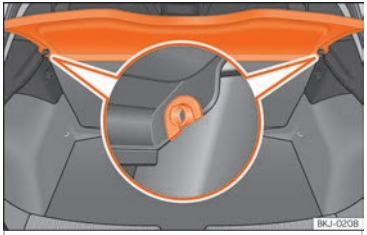

Fig. 117 In the luggage compartment: removing and fitting the shelf.
- Remove the rear shelf from the side supports ››› Fig. 117 by pulling it upwards and then take it out.
- Insert the cover horizontally so that the "recess" fits onto the axis of the supports ››› Fig. 117 and press down until it engages.